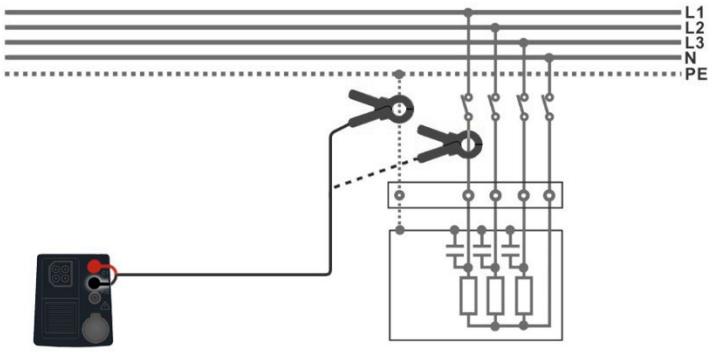

Abbildung 7.60: PE-Ableitstrom- und Laststrommessungen
- Schließen Sie die Stromzange am Prüfobjekt an, siehe ***Abbildung 7.60.***